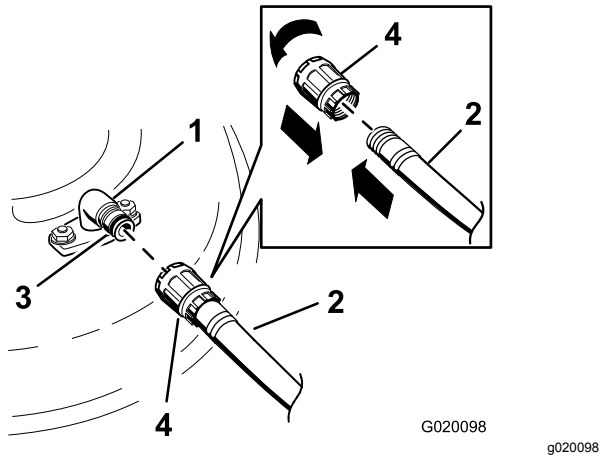

Figur 72
3. Fest slangekuplingen til enden av klippeenhetens vanninntaksnippel, og skru på vannet (Figur 72).